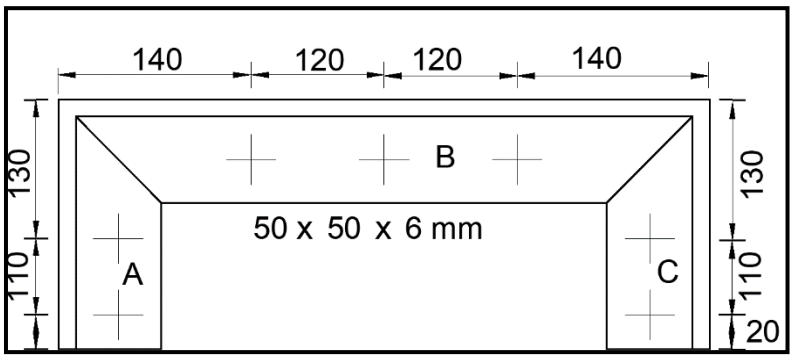

**FIGURE 2**
2.1 FIGURE 2, DIAGRAM SHEET 1 (attached), shows a top view of an angle-iron frame.